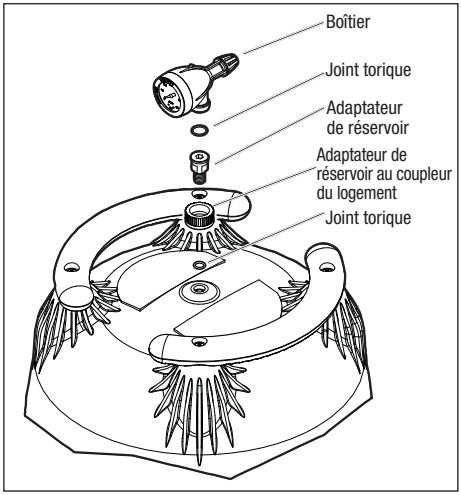

Figure 5. Ensemble manomètre/soupape de décharge d'air
a. Placer le joint torique le plus petit et le plus épais sur le filetage de l'adaptateur du réservoir, voir la Figure 5. Faire glisser l'adaptateur de réservoir à travers l'écrou d'accouplement et dans le couvercle du réservoir de filtre. Utiliser les surfaces plates sur l'adaptateur de réservoir pour serrer. Ne pas trop serrer.
9. Soutenir les tuyaux d'entrée/sortie indépendamment pour éviter toute contrainte excessive sur la vanne du filtre à deux (2) ou trois (3) ports de dérivation.